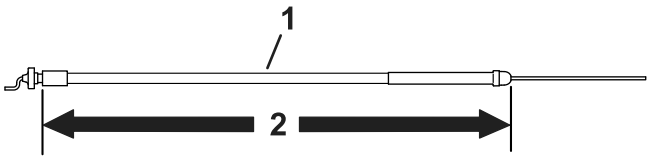

Figur 6
- Bruk gasskabelen som er 172,2 cm lang for en trekkenhet av modell 04056. Se Figur 6.